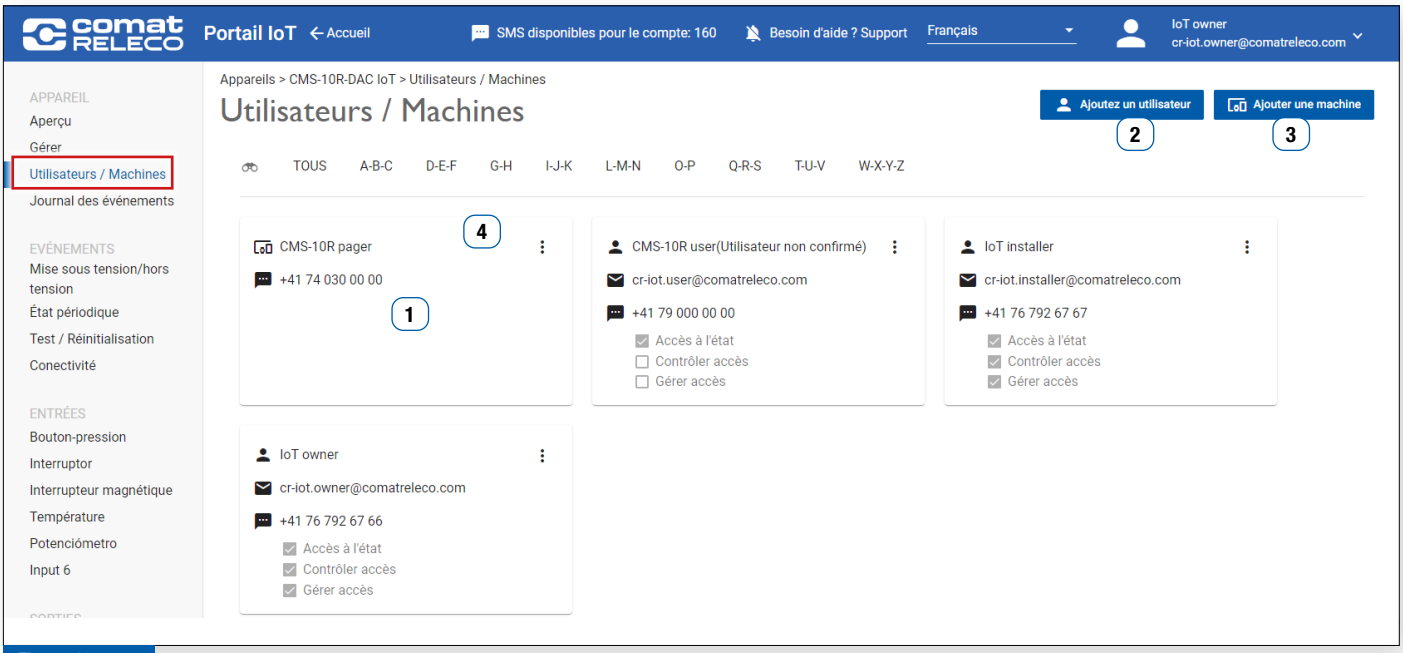

Figure 46
Appuyez sur le bouton ***Ajoutez un utilisateur*** (Figure 46 (**2**)) pour ouvrir cette fenêtre.
Cette fenêtre est appelée sur la carte de visite via l'élément de menu ***Éditer*** (Figure 46 (**4**)).
Le bouton ***Ajouter une machine*** (Figure 46 (3)) permet d'ouvrir cette fenêtre.